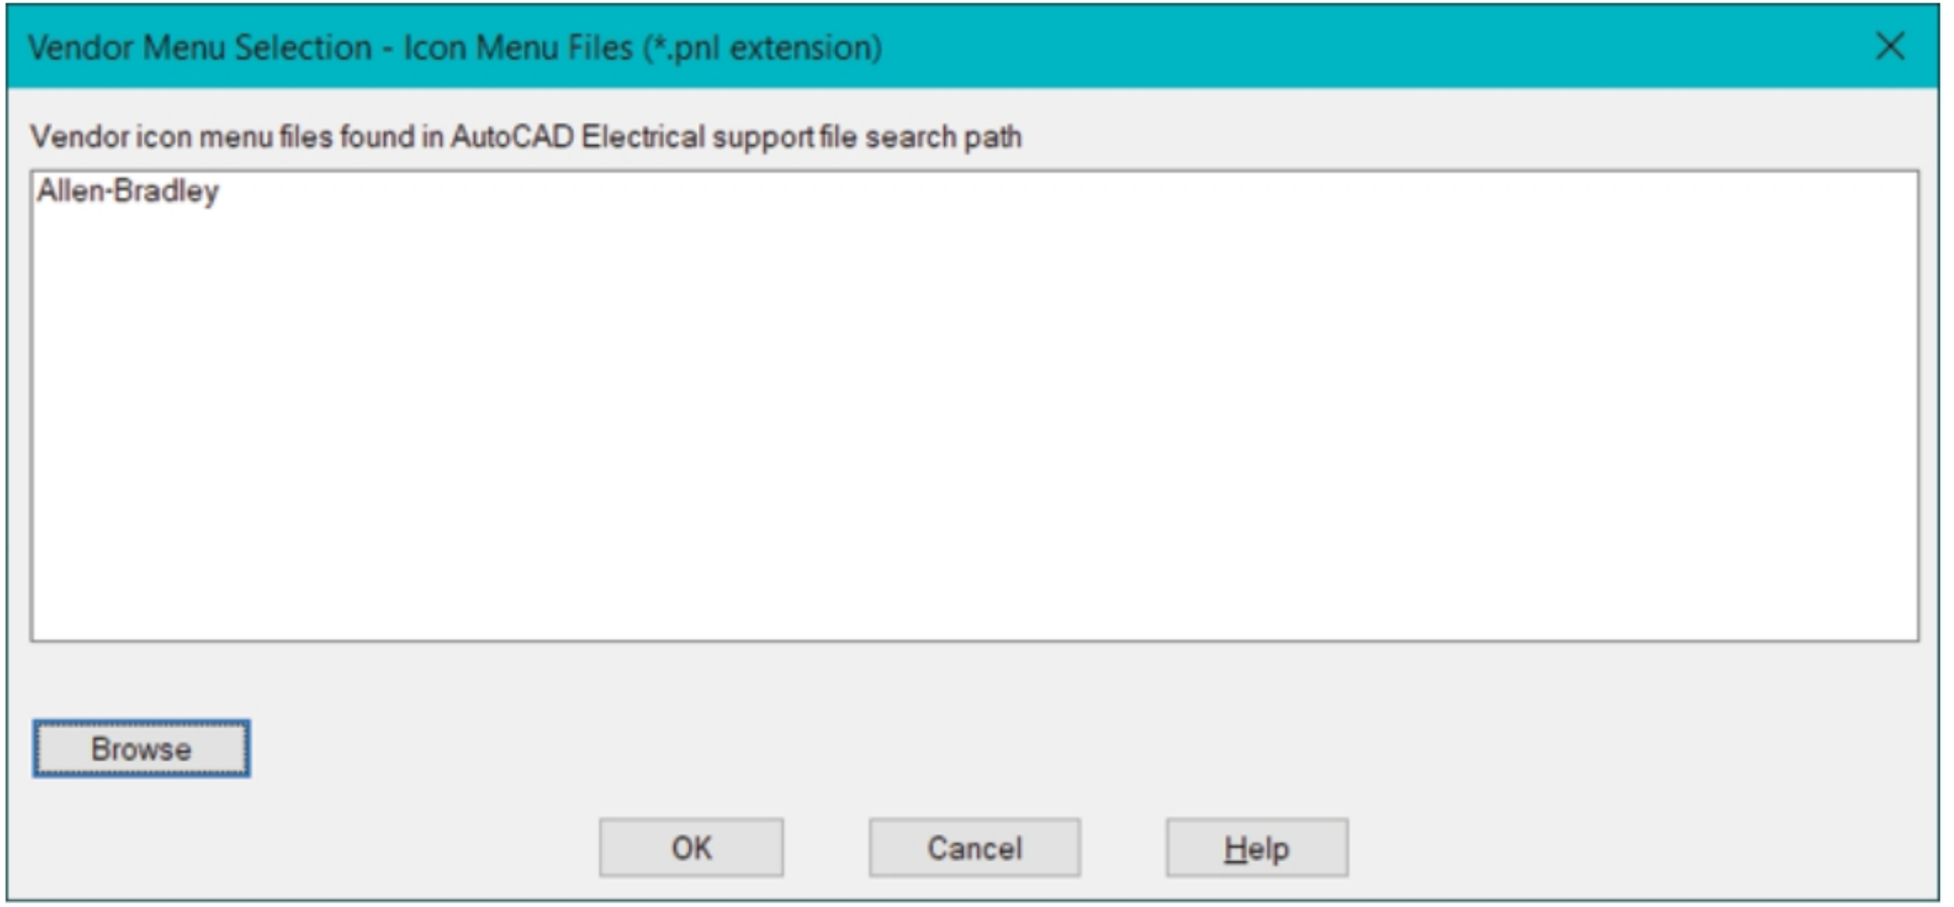

Figure-15. Vendor Menu Selection dialog box
- Click on the **Manufacturer Menu** tool from the **Insert Component Footprints** drop-down. The **Vendor Menu Selection** dialog box will be displayed (for first time); refer to Figure-15.